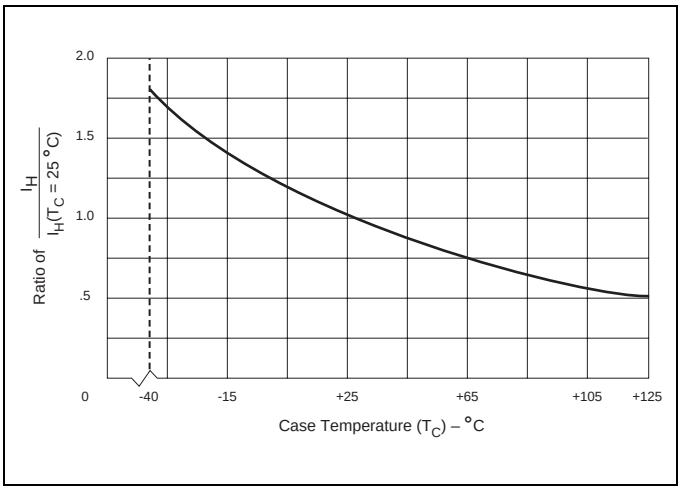

Figure E9.2 Normalized DC Holding Current versus Case/Lead Temperature
(3) See Figure E9.2 for I_H versus case temperature.